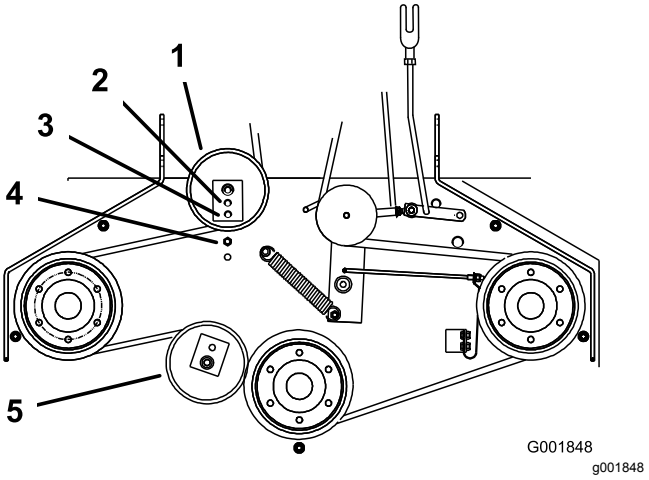

Figuur 47
6. Als u de spanmoer niet verder kunt afstellen en de riem nog steeds te los zit, moet de achterste spanpoelie naar de middelste of voorste opening worden verplaatst (Figuur 47). Gebruik de opening waarmee u de juiste afstelling krijgt.
7. Als de spanpoelie wordt verplaatst, moet de riemgeleider ook worden verplaatst. Verplaats de riemgeleider naar de voorste stand (Figuur 47).